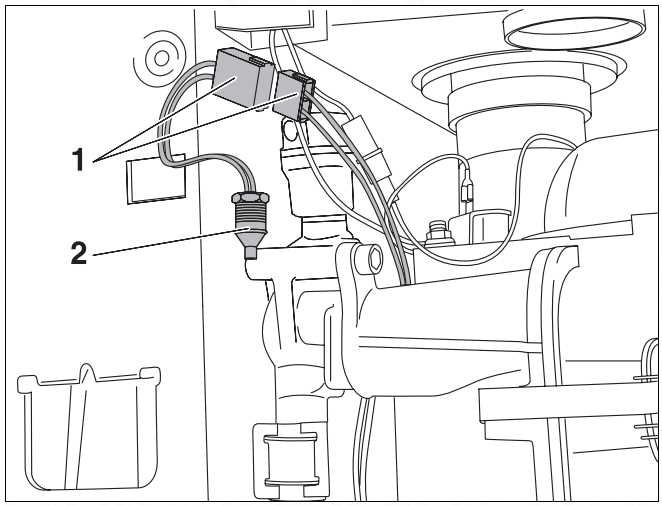

Fig. 68 600 - 11S / 19S / 24S / 24C: replacing the safety sensor
- Loosen the plug-in connection (fig. 68, item 1).
- Unscrew the sensor (fig. 68, item 2) and replace with a new unit.